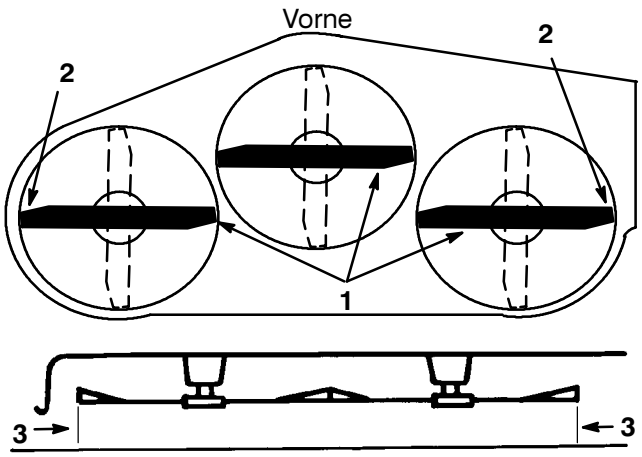

Abbildung 8
3. Vorsichtig die Schnittmesser von einer Seite zur anderen drehen (Abb. 8). Den Abstand zwischen den äußeren Schneidkanten und der ebenen Oberfläche messen (Abb. 8). Wenn beide Meßwerte nicht innerhalb von 5 mm (3/16”) liegen, ist eine Einstellung erforderlich. Siehe Schritte 4 und 6.